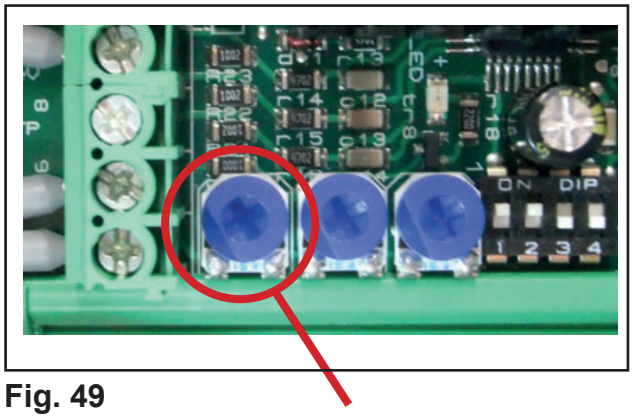

Fig. 49
- The adjustment is performed on adjuster screw number 1 on the card for the actuator controller inside the control cabinet. **See Fig. 49**